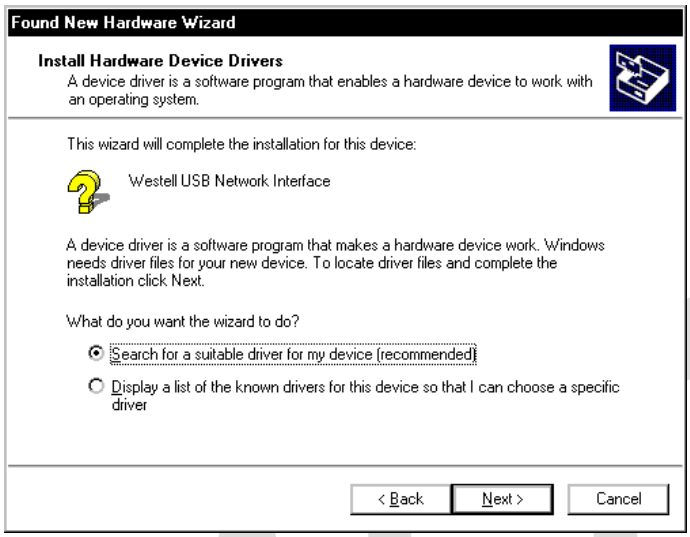

Figure 22. Windows 2000
2. **Windows 2000:** The **Install Hardware Device Drivers** window appears. Select **Search for a suitable driver for my device (recommended).** See Figure 22. Click **Next**.